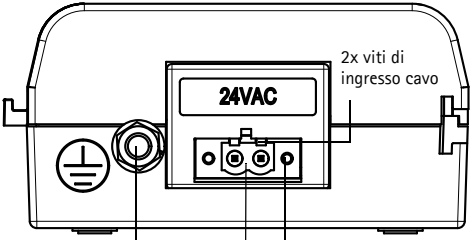

Figura 2
- Il connettore elettrico fornito con AXIS T8125 è dotato di 2 terminali. Vedere figura 2.